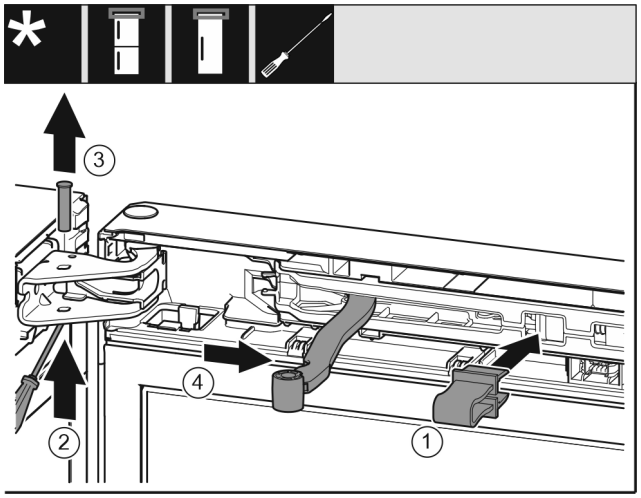

*Fig. 10*
▶ Beveiliging *Fig. 10 (1)* in opening vastklikken.
▶ Bouten *Fig. 10 (2)* eruit schuiven.
▶ Bouten *Fig. 10 (3)* naar boven toe wegnemen.
▶ Scharnier *Fig. 10 (4)* in de richting van de deur draaien.